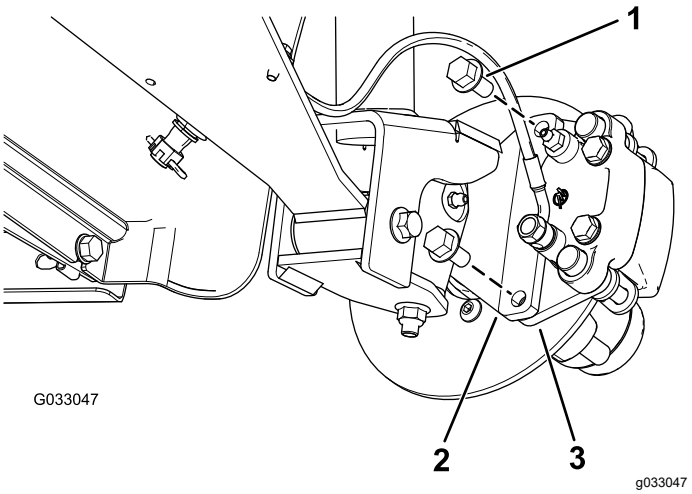
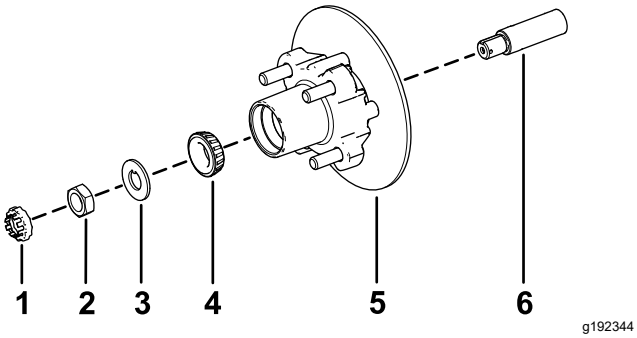

**Figuur 29**
**Figuur 33**
3. Verwijder de flenskopbouten (⅜" x ¾") waarmee de beugel voor de rem is bevestigd aan de as en verwijder de rem van de as (Figuur 29).
1. Breng een laagje van het aanbevolen smeermiddel aan op de as (Figuur 33).
2. Monteer de naaf en de rotor op de as met de rotor aan de binnenkant (Figuur 33).
3. Monteer het buitenste lager op de as en plaats het lager in de buitenste loopring (Figuur 33).
4. Monteer het borgplaatje op de as (Figuur 33).
5. Draai de asmoer op de as en zet de moer vast met een torsie van 15 N·m terwijl u de naaf draait om het lager te plaatsen (Figuur 33).
2. Lijn de remblokken aan beide zijden van de rotor (Figuur 29) en de openingen in de beugel van de remklauw uit met de openingen in de rembevestiging van het asframe (Figuur 33).
3. Bevestig de beugel van de remklauw aan het asframe (Figuur 29) met de 2 flenskopbouten (⅜" x ¾").